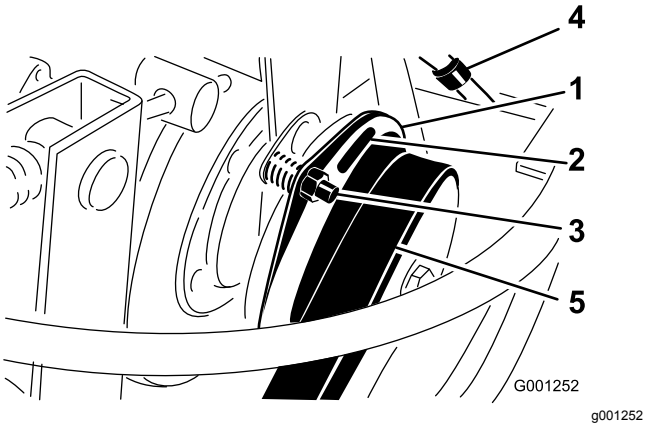

**Figur 76**
3. Juster mellemrummet, så en søgelære på 0,38 mm kan glide ind mellem koblingsbelægningen og friktionspladen med et let tryk (Figur 76).
**Bemærk:** Mellemrummet kan reduceres ved at dreje justermøtrikken med uret (Figur 76). Det maksimale mellemrum er 0,76 mm. Juster alle tre mellemrum.